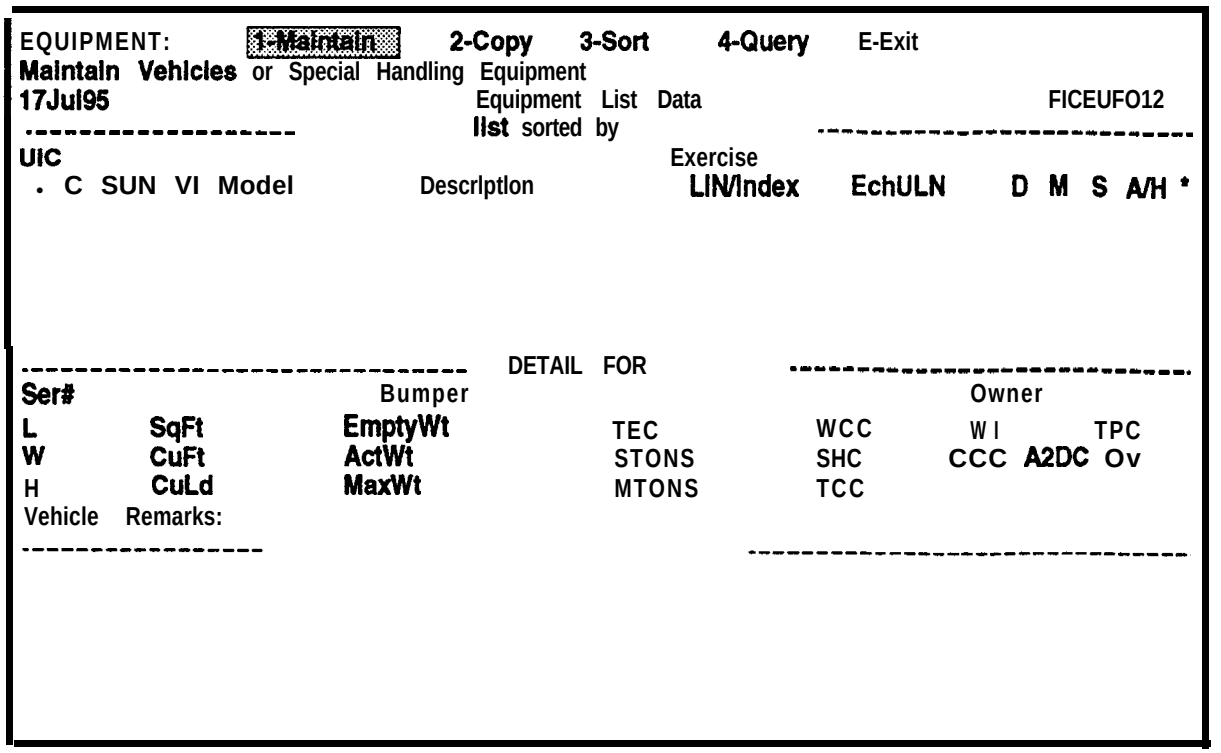

Figure 5-31. Blank Equipment List Data Screen Showing the EQUIPMENT: ring menu
d. Select the **Vehicle** option from the MAINTAIN: ring menu. The EQUIPMENT: ring menu will be displayed at the top of the Equipment List Data screen as shown in Figure 5-31.
d. Select the **Vehicle** option. An Equipment List Data screen will be displayed, as shown in Figure 5-31 (page **5-89),** with the EQUIPMENT: ring menu displayed at the top.